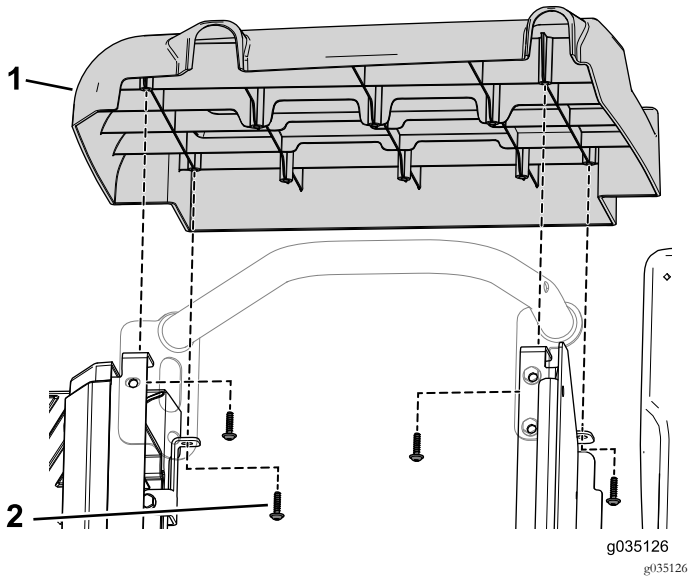

Figur 94
5. Brug de otte selvskærende skruer (3/32 x 7/8 tomme) til at fastgøre de venstre og højre sidepaneler fra sættet til de forreste sædesokkelpaneler (Figur 94).